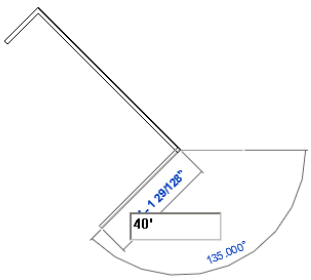

Figure 3-45 *Sketching the third inclined wall segment*
6. Similarly, for creating the next wall, move the cursor downward to the left and choose the perpendicular snap override as in step 5. Enter **40'(12192 mm)** as length, as shown in Figure 3-45. Now, press ENTER to create the third inclined wall.